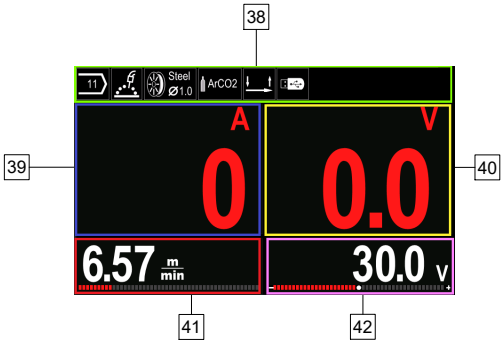
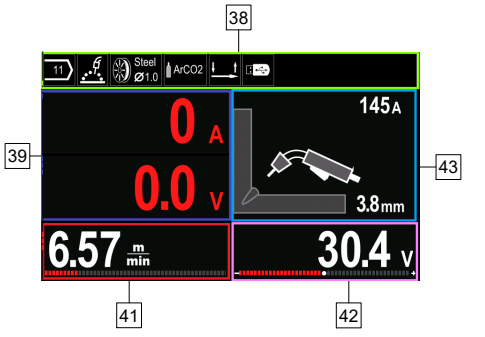

Afbeelding 7.
Afbeelding 8.
- Basic weergave (afbeelding 7)
- PRO weergave (afbeelding 8)
- Selecteer een van de weergaven (Basic – afbeelding 7 of PRO – afbeelding 8).